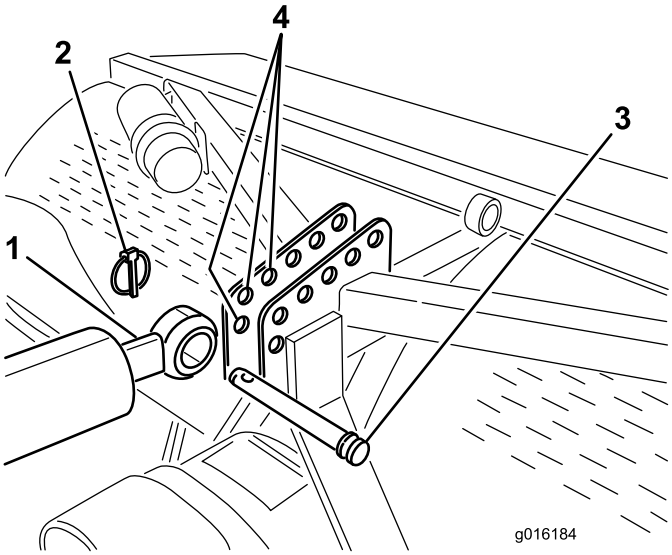
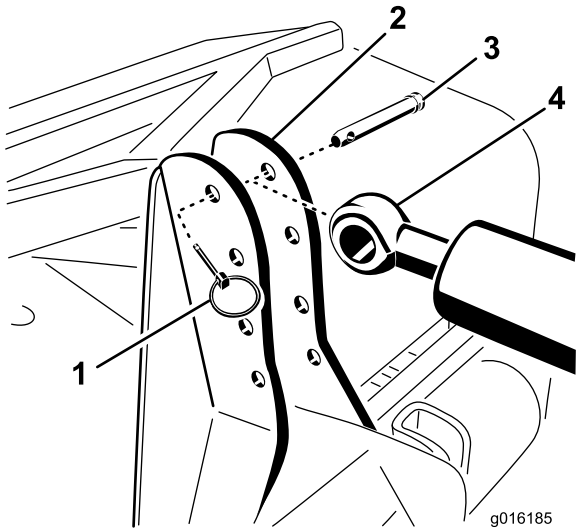
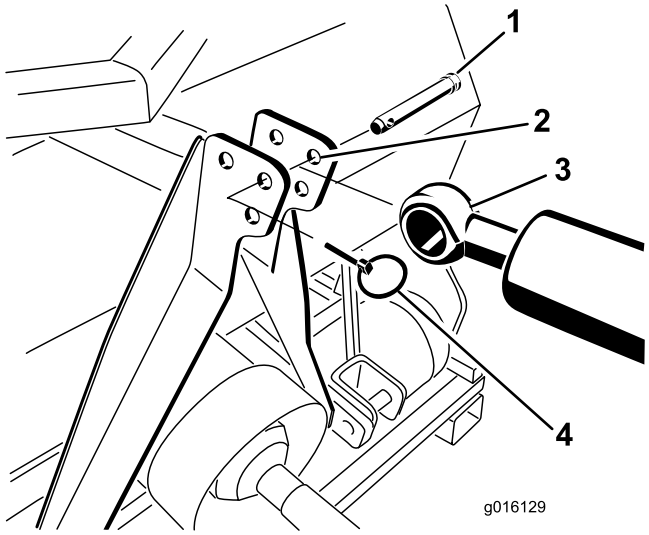

**Figuur 6**
**Figuur 7**
**Figuur 8**
7. Bevestig het uiteinde met de stang van de hydraulische bovenste schakel zo ver mogelijk vooraan in een opening van de beugel van de beluchter met de draaipen en de lynchpen (Figuur 6, Figuur 7 of Figuur 8).